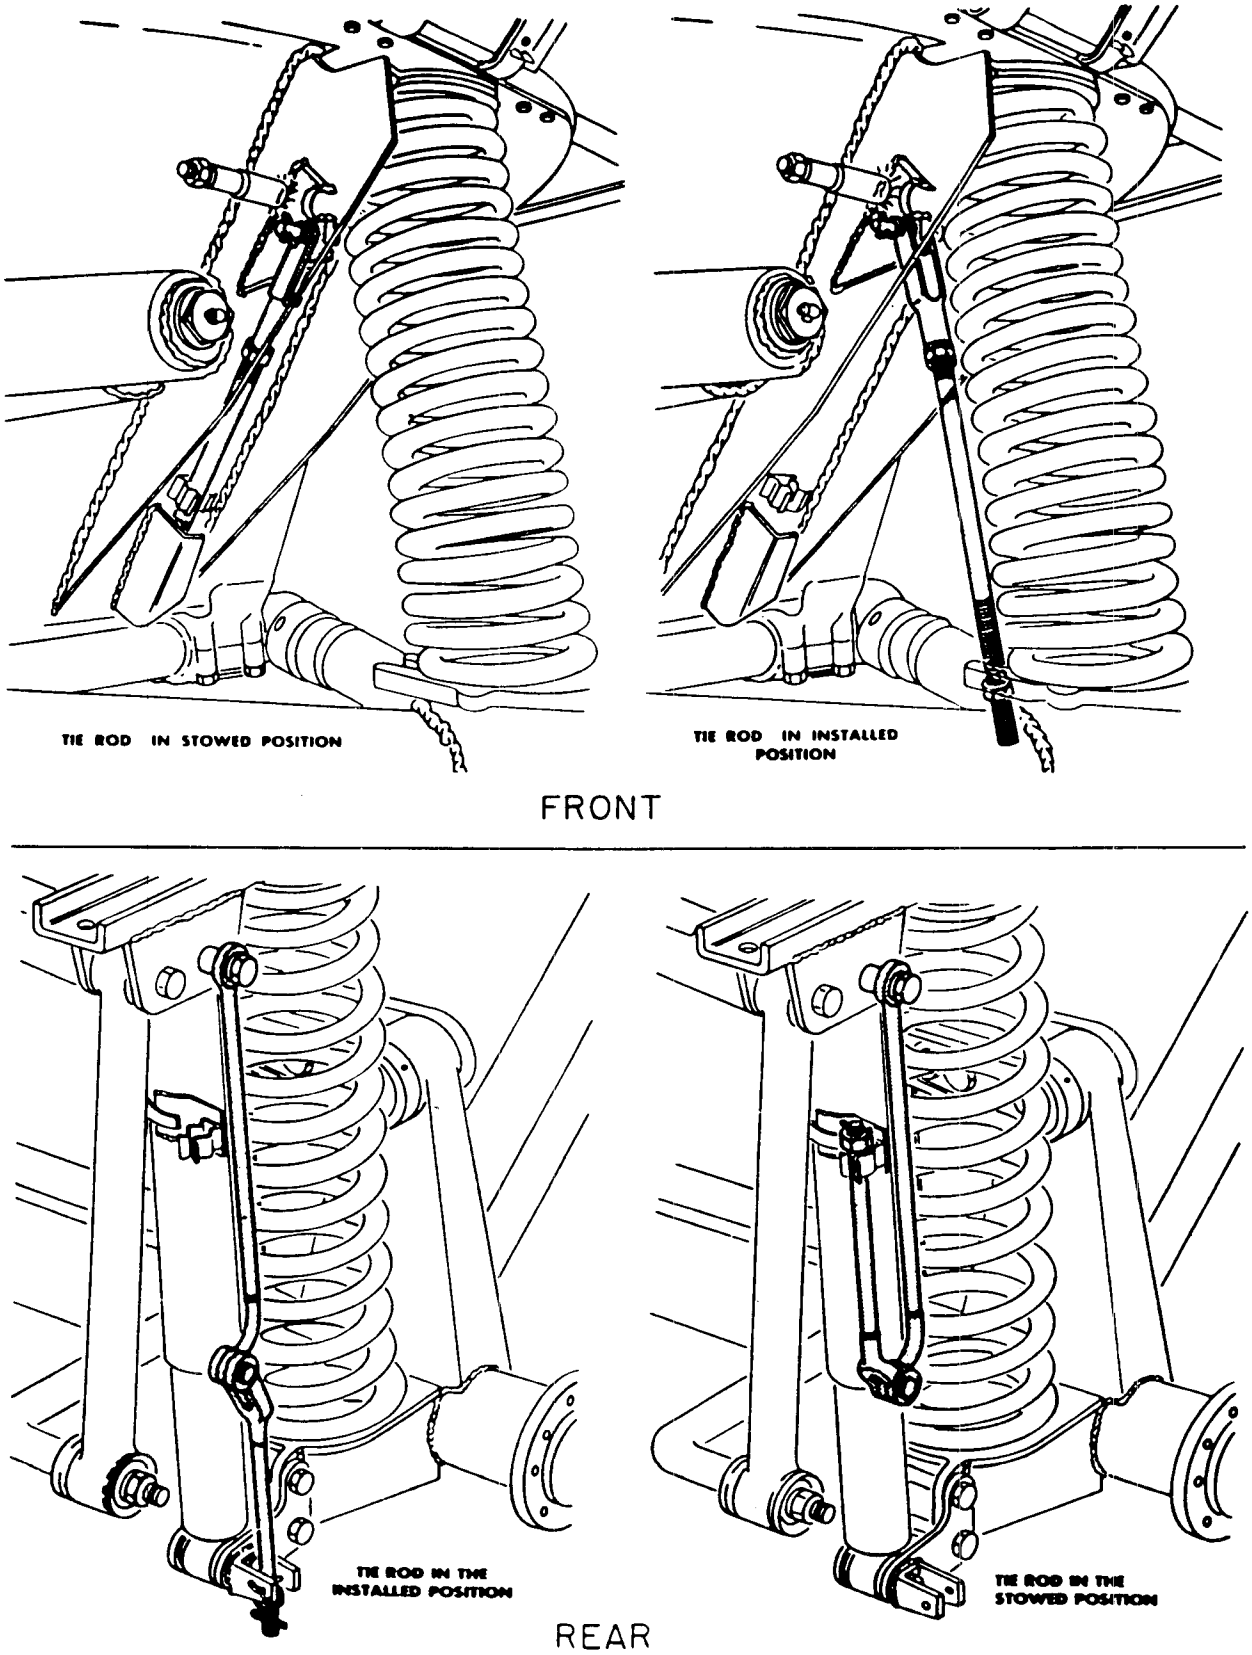

*Figure 202. Spring snubbers.*
**1, 2, 3,** and **4** attach the spring snubbers on the front and rear undercarriages (fig. 202).